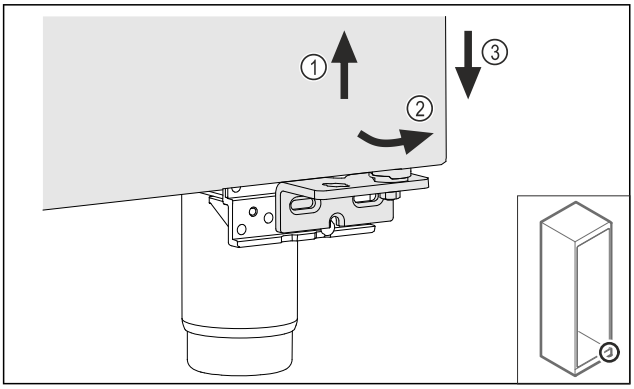

*Fig. 14*
▶ Ridicați ușor ușa *Fig. 14 (1)*, basculați-o jos spre înainte *Fig. 14 (2)* și coborâți-o *Fig. 14 (3)*.